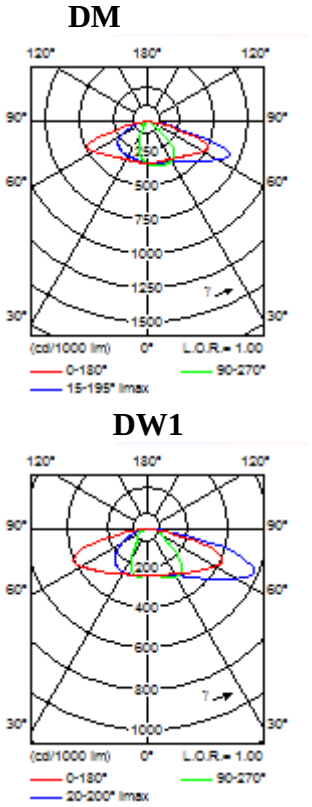

Рис. 2 Кривая распределения сил света
2.2.4 Кривые распределения сил света светильника представлена на рис. 2, в зависимости от оптики. Кривые сил света соответствуют типу “Ш” согласно таблице №2 ГОСТ Р 54350-2015.